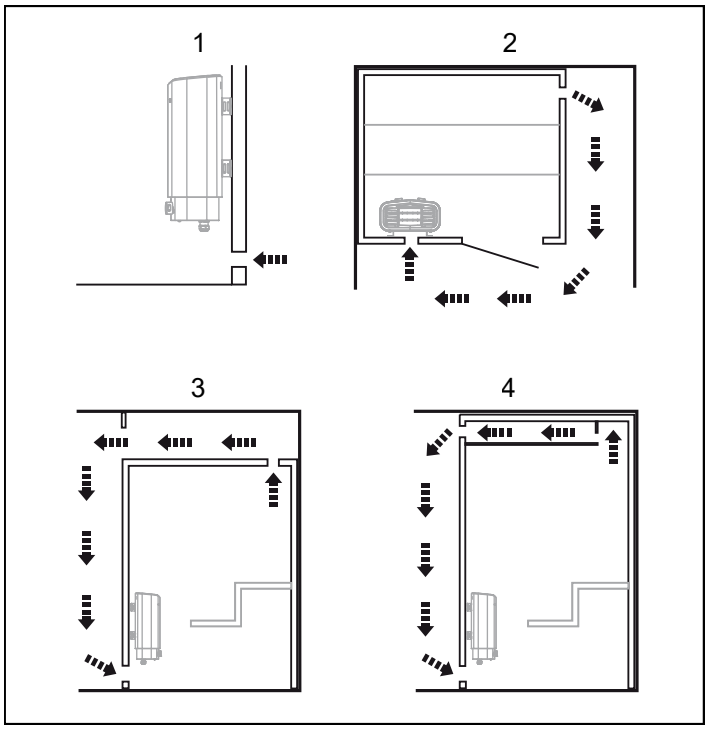

Rysunek 4: umiejscowienie wlotu i wylotu powietrza
- Umieść wlot powietrza (patrz Umiejscowienie wlotu powietrza, rys. 4).
- Umieść wylot powietrza (patrz Umiejscowienie wylotu powietrza, rys. 4).
- jak najdalej od wlotu powietrza, np. ukośnie (patrz rys. 4).
- wysoko na ścianie lub na suficie (patrz rys. 4).